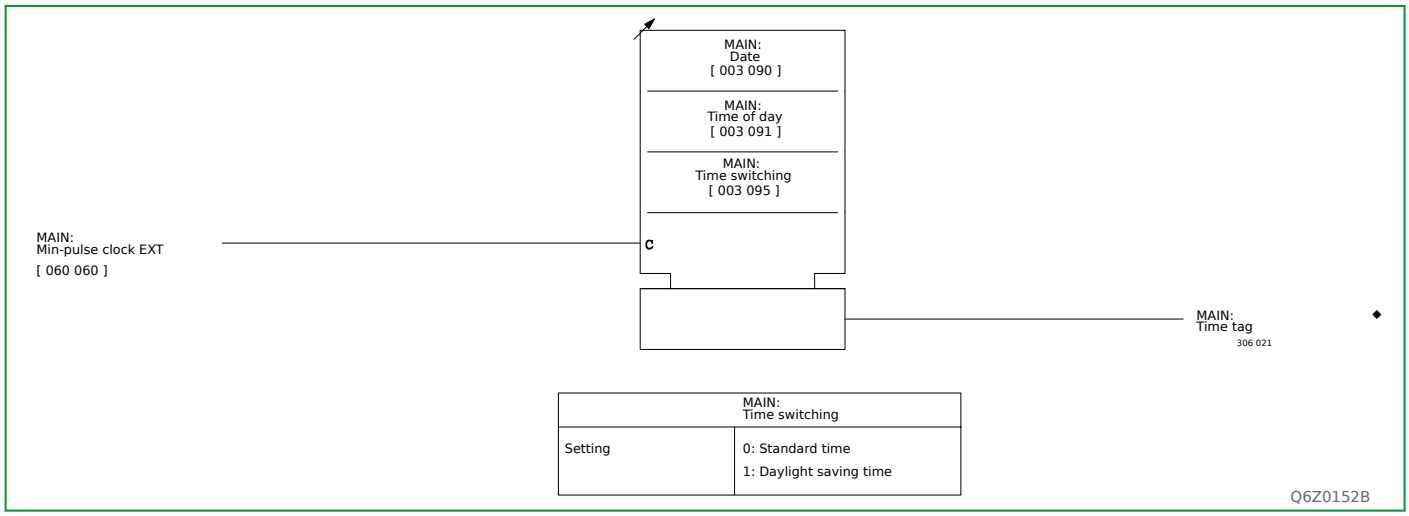

Fig. 3-77: Date/time setting and clock synchronization with minute pulses presented at a binary signal input.
- Impulse every minute via a binary signal input (MAIN), see Fig. 3-77, (p. 3-112) and the preceding section.